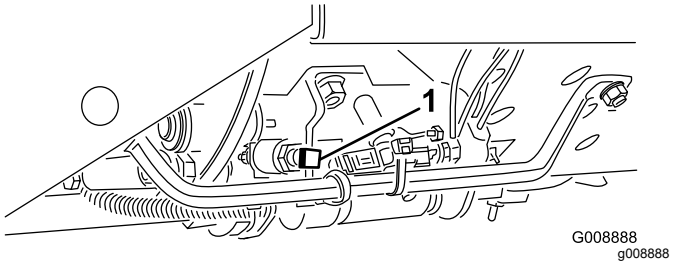

**Figure 22**
***Important:*** **La vitesse de tonte est réglée à l'usine à 9,7 km/h. Vous pouvez l'augmenter ou la réduire en réglant la vis de butée de vitesse (Figure 22).**